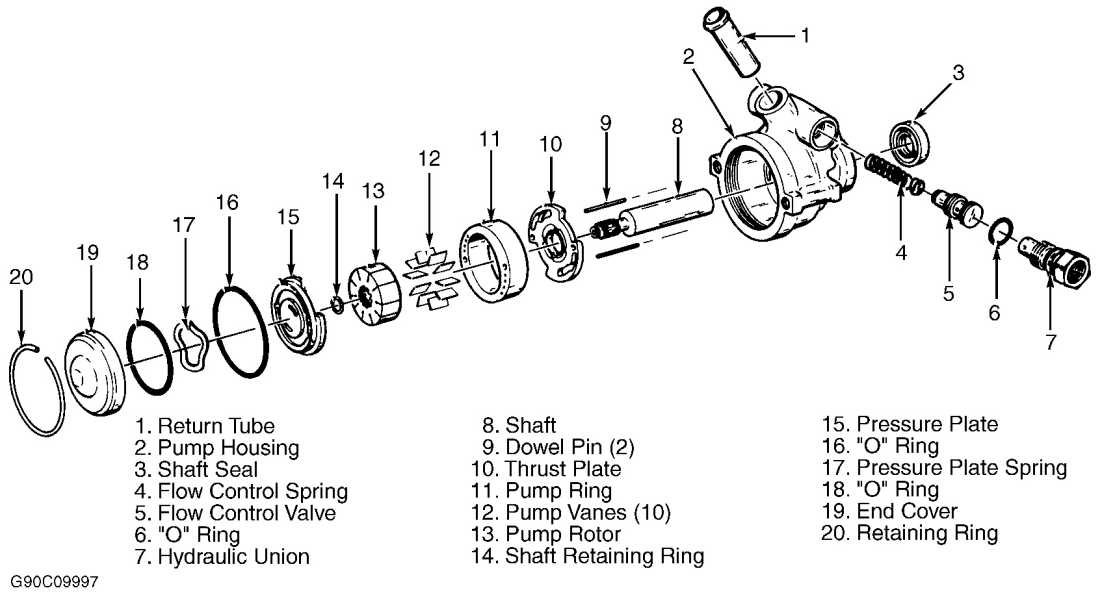

Fig. 6: Exploded View Of Power Steering Pump (CB Series)
1. Remove hydraulic union fitting (or VES actuator) from pump. See **Fig. 6** . Remove "O" ring, flow control valve assembly and flow control spring. Insert punch in access hole, and remove end cover retaining ring. Press gently on pulley end of shaft to remove end cover, "O" ring, pressure plate spring and pressure plate.